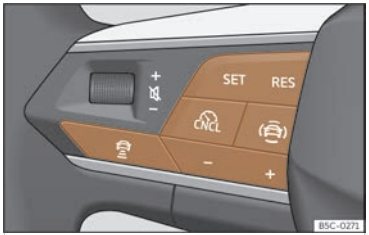

Fig. 141 Sur le volant multifonction : bouton de commande de l'ACC.
- Appuyez sur la touche du volant multifonction >>> fig. 141.
- Pour commencer le réglage, appuyez sur la touche **SET** >>> fig. 141.
- Appuyez sur la touche puis sur la touche **+** ou **–** >>> fig. 141.
- Appuyez brièvement sur la touche >>> fig. 141 ou sur la pédale de frein.